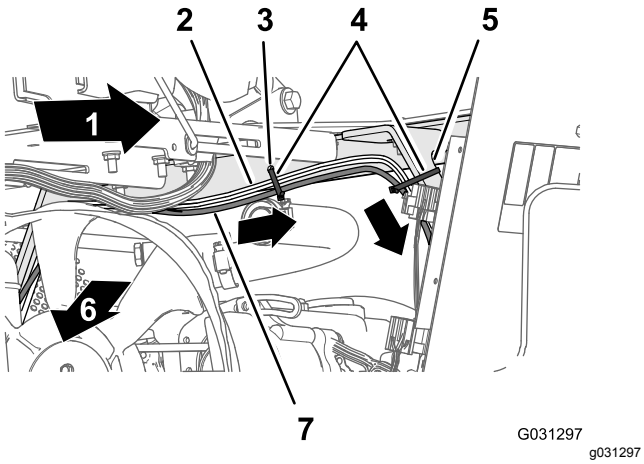
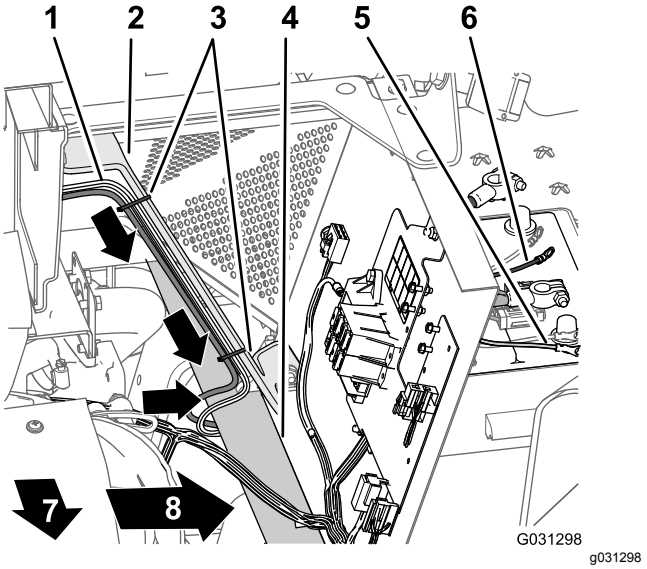

Figur 171
Figur 172
3. Før 220 cm afgreningen af det elektriske ledningsnet til navigationssystemet ned langs venstre støtte til motorskjoldet og under venstre stelrør (Figur 171).
4. Fastgør ledningsnettet til hullet i sædekassevinklen og motorskjoldets støtte med 3 kabelbånd (Figur 171 og Figur 172).
5. Før 10 A-sikringen samt plus- og minusringklemmen fra 220 cm afgreningen af det elektriske ledningsnet til navigationssystemet til toppen af batteriet (Figur 172).